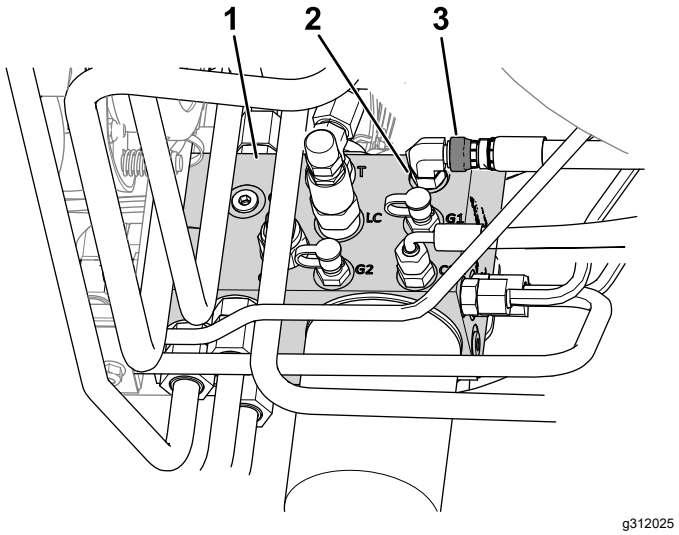

Figura 10
B. Afloje la tuerca giratoria de la manguera conectada al orificio C1 del distribuidor hidráulico (Figura 10).